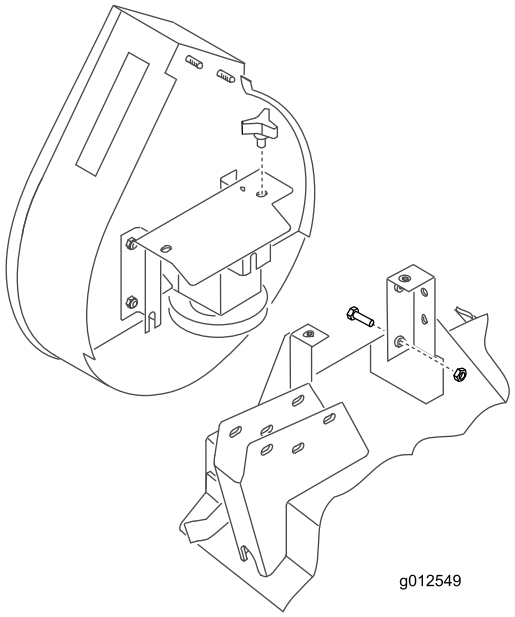

Bild 21
2. Schieben Sie das Gebläse auf die Ausfluchtungsbolzen der Befestigungshalterung (Bild 21) und verlegen Sie gleichzeitig den Riemen um die Gebläseriemenscheibe.